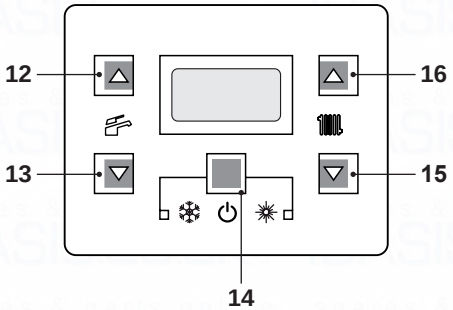
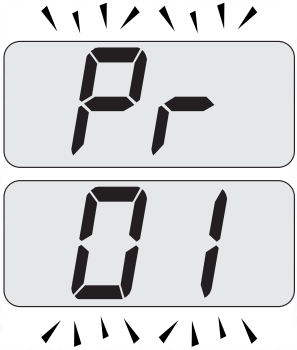
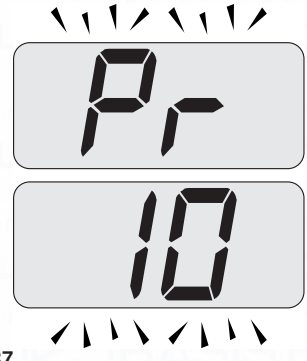

Fig. 7.35
Fig. 7.36
Fig. 7.37
- Enter the "programming mode" by pressing keys 14 - 15 - 16 (Fig. 7.35) for 10 seconds at the same time until the letters **Pr** that alternate with code **01** are displayed on the LCD display, indicating that "parameter 01" (Fig. 7.36) has been activated.
- Scroll the various parameters using keys 15 or 16 until the letters **Pr** that alternate with code **10** are displayed on the LCD display, indicating that "parameter 10" (Fig. 7.37) has been activated.
- Press keys 14 and 16 (Fig. 7.35) at the same time until the value of parameter 10 (30=180 seconds) is displayed on the LCD display (Fig. 7.38).
- By pressing key 14 (Fig. 7.35) confirmation of the inserted value is obtained.
- Press keys 14 and 15 (Fig. 7.35) at the same time to exit without changing the value (return to the parameters list Fig. 7.37).
- Press keys 14 - 15 - 16 (Fig. 7.35) at the same time for 10 seconds to exit the "programming mode".